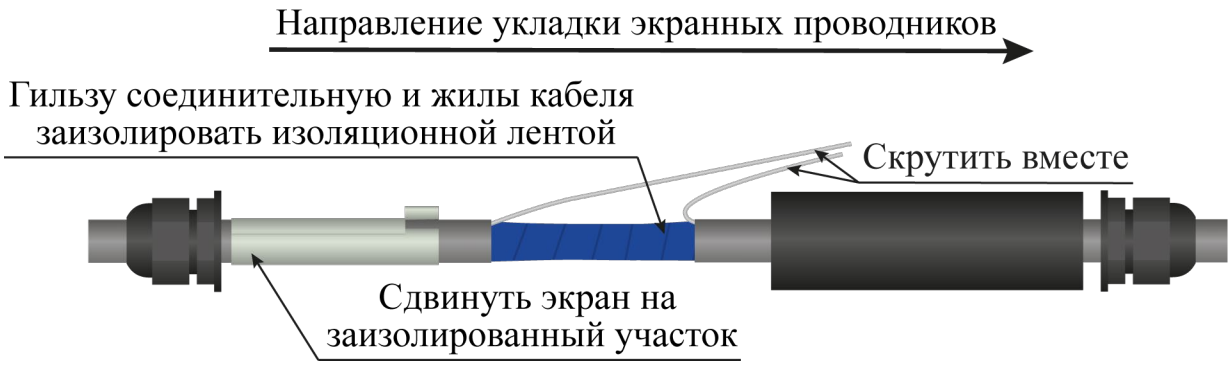

Рисунок 4.16
– гильзу соединительную и жилы кабелей заизолировать изоляционной лентой (рисунок 4.16);
– экранные проводники ремонтируемых кабелей уложить в одном направлении, скрутить вместе (рисунок 4.16);
– сдвинуть экран муфты соединительной на место соединения ремонтируемых кабелей (рисунок 4.16);